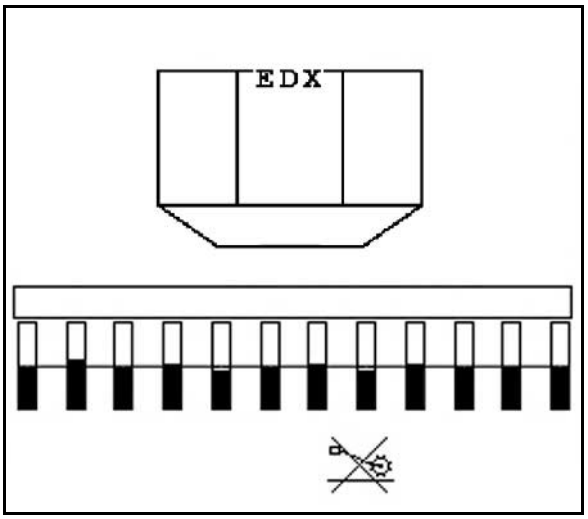

**Fig. 56**
1. Spærring af støttehjulet forvælges (Fig. 56).